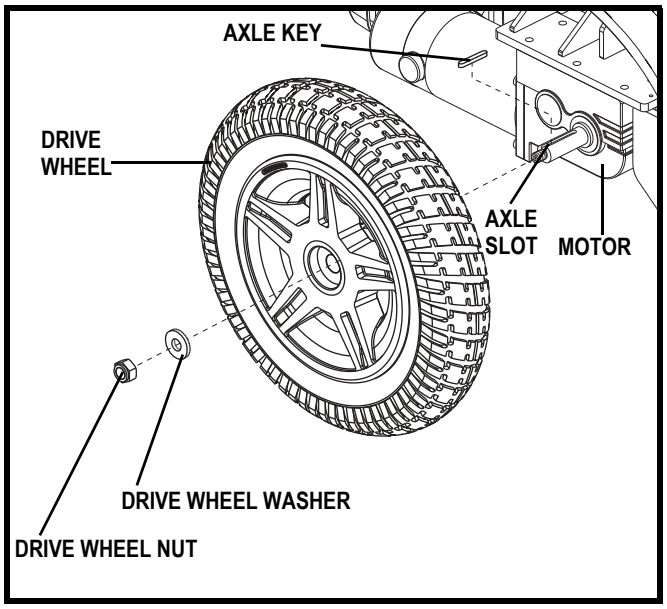

Figure 17. Jazzy Elite Series Drive Wheel Removal
4. Remove the drive wheel nut and washer from the axle. **See figure 17.**
8. Reinstall the drive wheel nut and washer onto the axle and tighten. **See figure 17.**